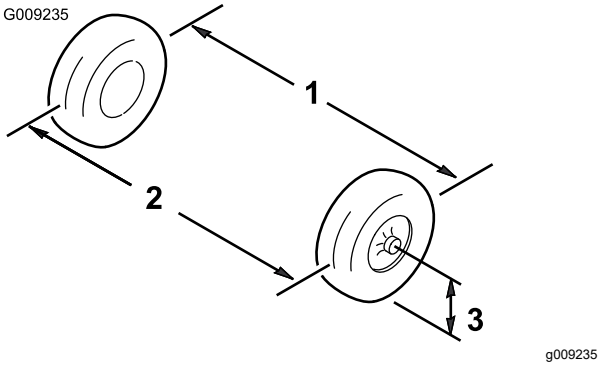

Figura 57
1. Mida la distancia entre los neumáticos delanteros a la altura del eje, en la parte delantera y trasera de las ruedas (Figura 57).